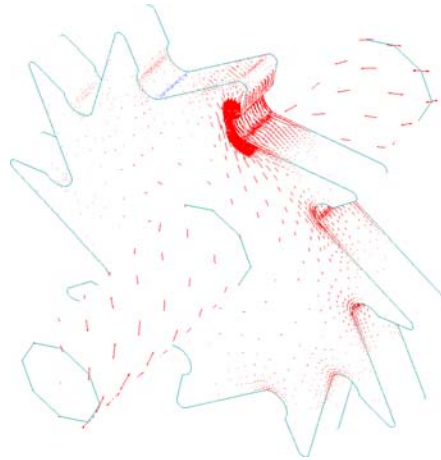

Figure 34. Visualization of the results using vectors
10. Visualizing the results using vectors is also an option. A vector is drawn for each element of the mesh. In the **View Results** window, choose **Display Vectors** from the **View** combo box and **Stresses** from the results available. Then choose the $\mathbf{S_i}$ (the great main stress). Click **Apply**. Magnify the zone indicated in Figure 34. The result is shown in Figure 35.